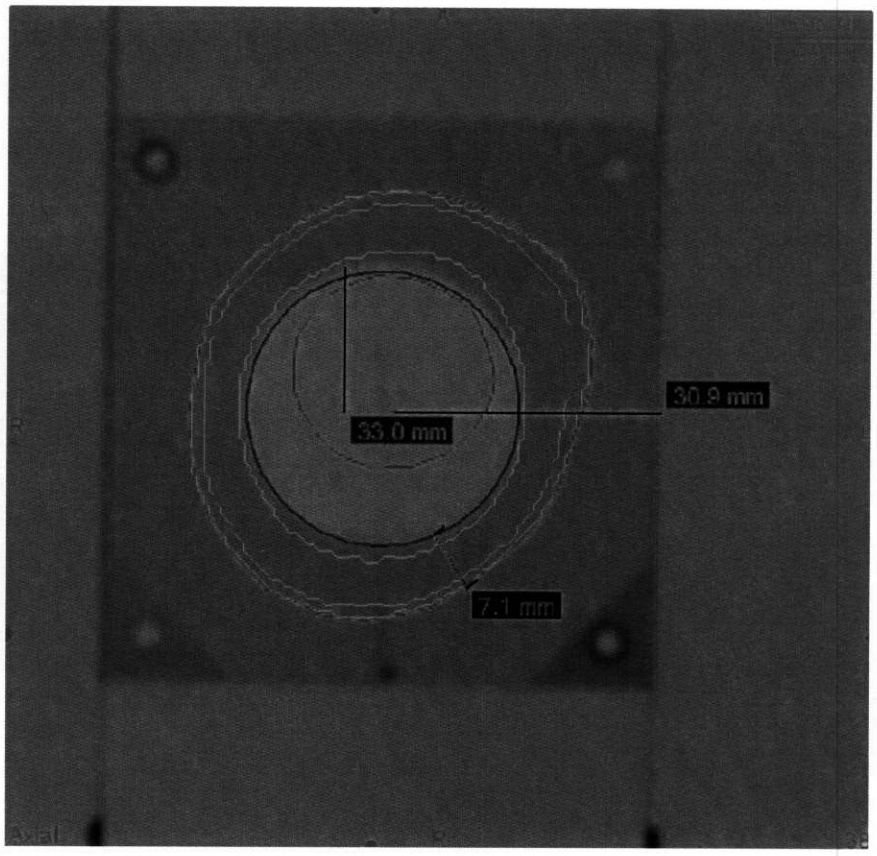

**Figure 9 Rulers**
*Figure 9 Rulers, page 14* shows a sample set of measurements created with the ruler. On the top right are buttons that allow you to **delete** the active measurement or to **clear all** the measurements. You can also adjust the active measure by grabbing either end and dragging it to a different spot on the screen.